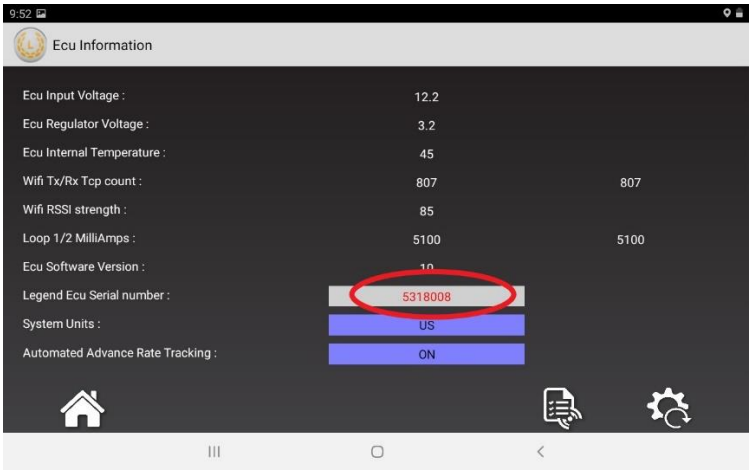

Figure 2.4
5. In the Legend app, tap on the three dots located in the top right corner of the app. Then tap on "**ECU Setup**". Enter the serial number into the field labelled "Legend ECU Serial Number" as in fig 2.4. (**Refer back to page 4 to find your ECU serial number)**